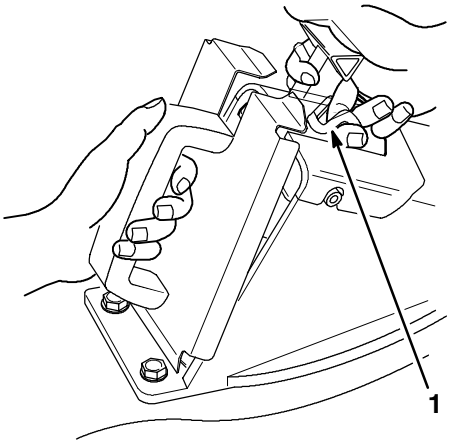
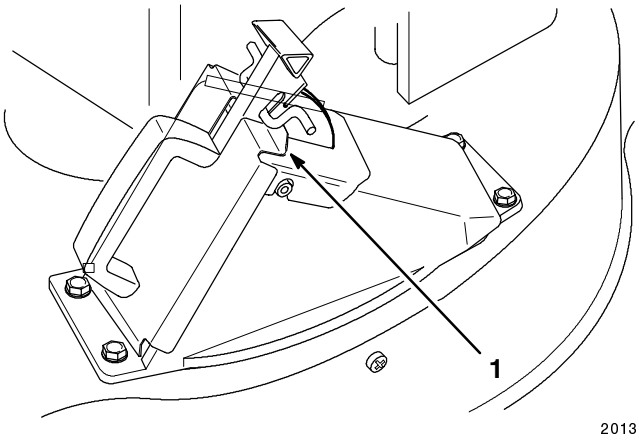

**Figure 33**
**Figure 34**
5. Insert the plug into the discharge tunnel opening and fit the lower section into the opening first (Fig. 33).
6. Lift the door latch on door handle (Fig. 33). Push the top of the plug all the way in while moving the door handle rearward. Release the door latch, allowing it to hook over tabs on plug (Fig. 34).